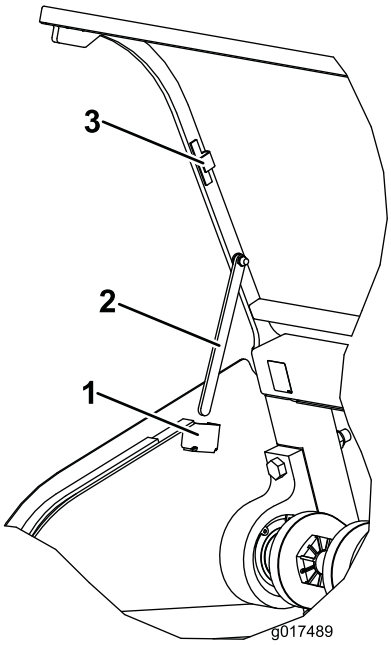

Rysunek 34
3. Po obu stronach pokrywy znajdują się podpórki, obróć je do dołu odłączając od magnetycznych uchwytów i wsuń ich końce w gniazda podpórek (Rysunek 34).